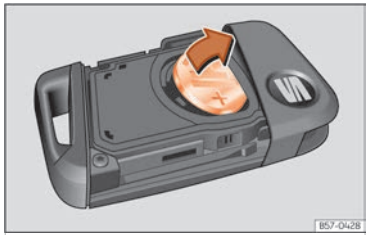

Fig. 50 Clau del vehicle: extracció de la pila.
- Traieu la pila del seu compartiment fent palanca ››› fig. 50.